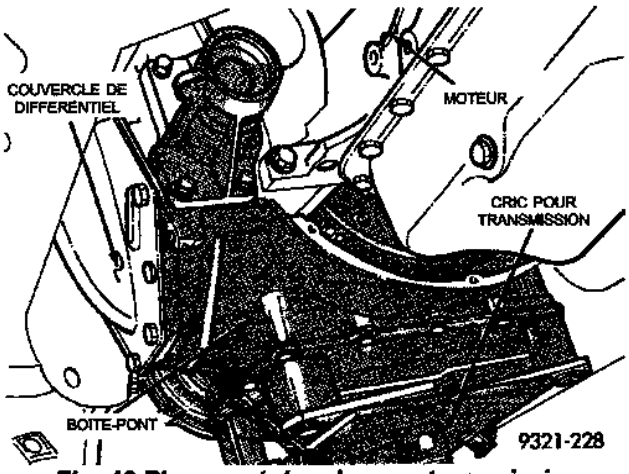

Fig. 46 Placement du cric pour transmission
(23) Placer un cric pour transmission sous la boîte-pont, de façon sûre (Fig. 46).
(24) Déposer l'écran pare-boue de l'aile gauche.
(25) Le cric pour transmission étant en place, déposer le support de transmission du côté gauche.
(26) Abaisser l'ensemble de la boîte-pont pour accéder au capteur de position de la transmission. Déposer le capteur du carter. Pour la pose, se référer à la section 8D de ce manuel d'atelier.